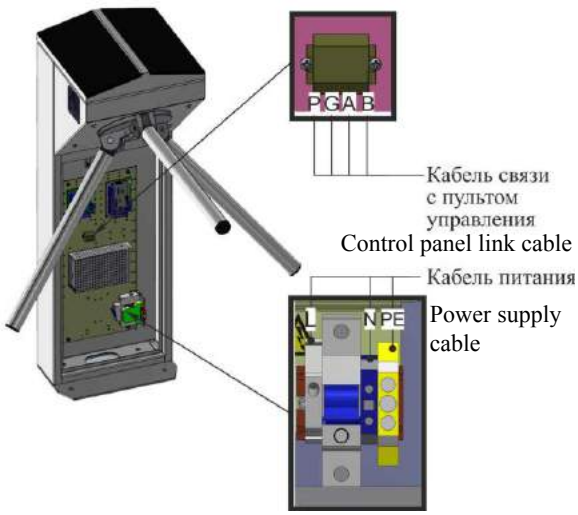

Fig. 18 – Connection of power supply and control panel link cable
13) Turnstile connection *(Fig. 18)*:
- Neutral (N) to be connected to terminal ~230V;
- Earth (PE) to be connected to earthing terminal (PE).
b) Control panel link cable to be connected to the terminals *(Fig.18):*